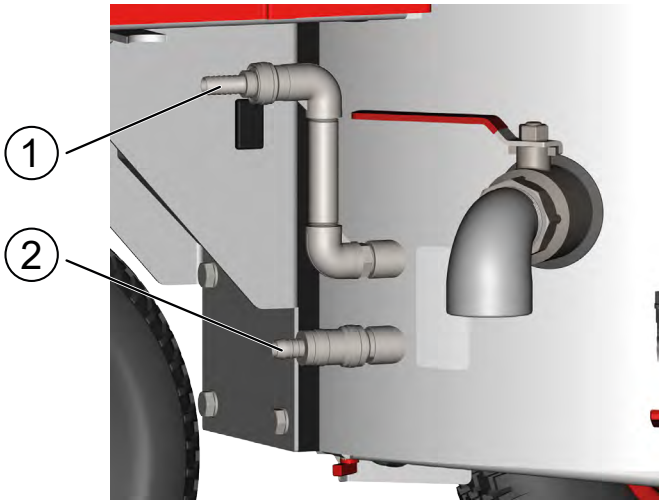

Рисунок 21: Подача воды и слив воды
3. Присоедините шланг для слива воды ① (см. «Рисунок 21: Подача воды и слив воды» на странице 37.)
4. Присоедините шланг для подачи воды ① (см. «Рисунок 21: Подача воды и слив воды» на странице 37.)